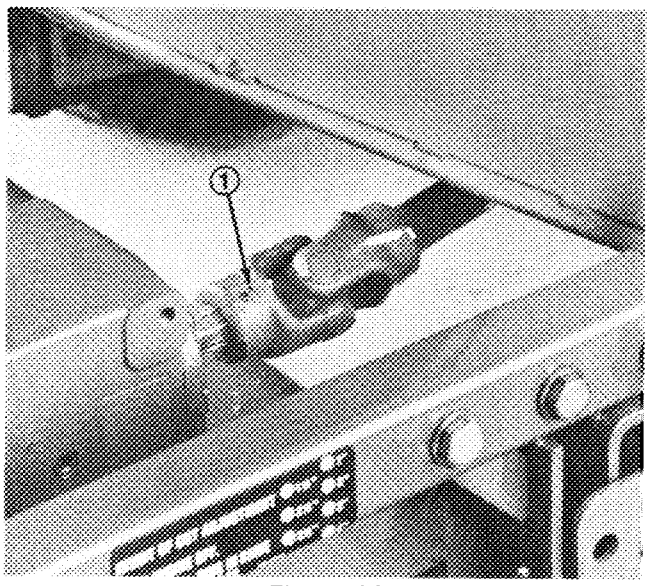

Figure 19
3. Lower cutting unit, remove pins from height-of-cut brackets (4).
4. Drive roll pin out of yoke and input shaft of gear box (Fig 19). Slide yoke off the input shaft. If traction unit will be used without the cutting unit, remove the PTO shaft from the traction unit; refer to PTO Shaft Removal, page 13.